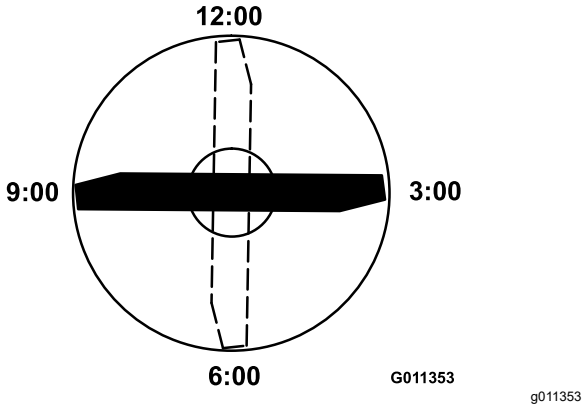

Figuur 127
4. Plaats de snijrand van het gemarkeerde uiteinde van het mes op 12 uur (recht vooruit in de maairichting) (Figuur 127) en meet de hoogte vanaf de tafel tot het snijvlak van het mes.
5. Draai het gemarkeerde uiteinde van het mes naar 3 uur en naar 9 uur (Figuur 127) en meet de hoogte.